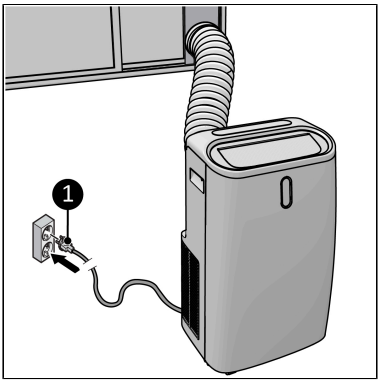

Figuur 13.
7. Steek de stekker (Figuur 13, pos. 1) in een geaard stopcontact waar u eenvoudig bij kunt. Gebruik een geaard stopcontact met een minimumvermogen van 1800 watt.